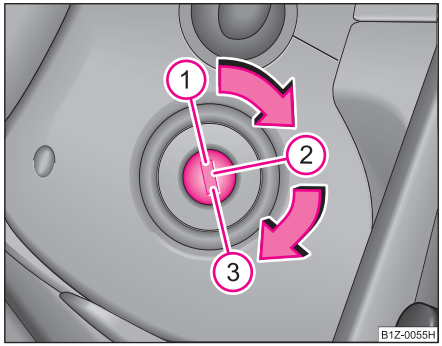

Fig. 90 Poziţiile cheii în contact
– Motorul se opreşte prin rotirea cheii în contact în poziția (1) ⇒ pagina 102, fig. 90.